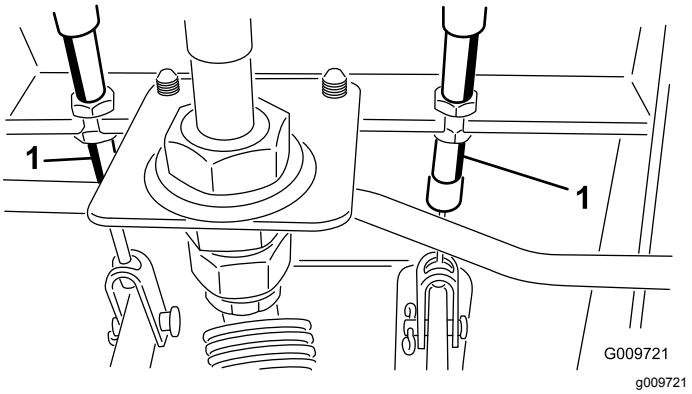

**Figuur 74**
A. Draai de voorste moer op het draadeinde van de remkabel los (Figuur 74).